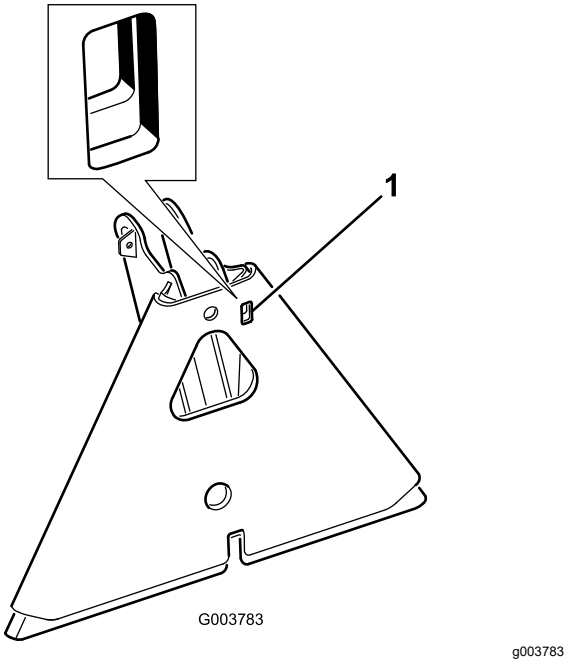

**Figur 16**
**Bemærk:** Hvis redskabsadapteren sætter sig fast i traktionsenhedens adapter, indsættes et koben eller en skruetrækker i vristerillen for at skille delene ad (Figur 16).